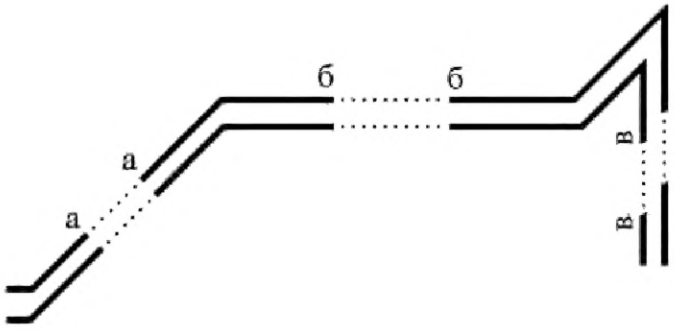

Рисунок 3
6.2.4 При большой протяженности и (или) сложном расположении газопроводов допускается изображать их с разрывом в виде пунктирной линии. Места разрывов газопроводов обозначают строчными буквами (см. рисунок 3).